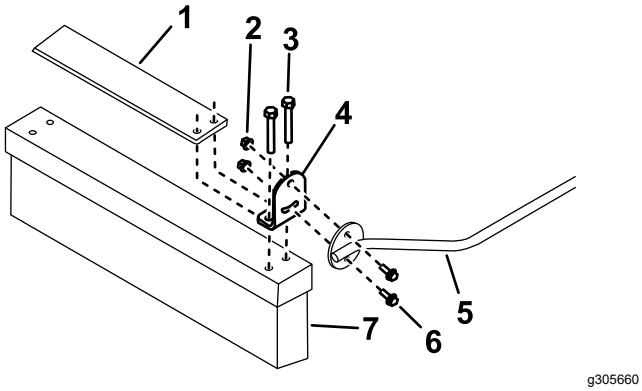

Figure 7
2. Mount a brush tab to each end of the brush with 2 lag screws (5/16 x 1-1/2 inches). Position the tabs as shown in Figure 7.
3. Secure a brush rod to each brush tab with 2 flange-head bolts (1/4 x 3/4 inches) and flange locknuts (1/4 inch) as shown in Figure 7.